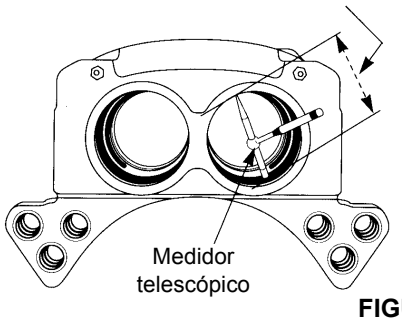

FIGURA 8-23
3. Mida el diámetro de la cavidad de la caja. Reemplace la caja si su diámetro se ha desgastado a más de 76.276 mm (3.003 pulg) (Figura 8-23).